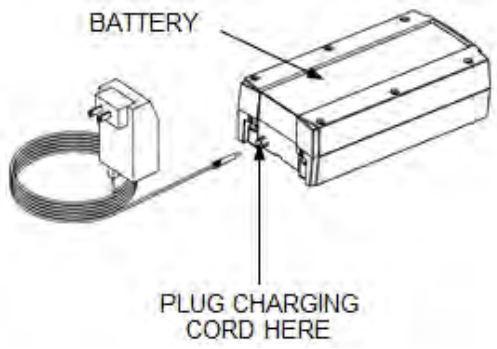

FIG. 22
7.3 Plug charging cord into battery as shown (FIG. 22). Charge the battery by plugging the 120 VAC battery charger into a properly grounded GFCI protected outlet.